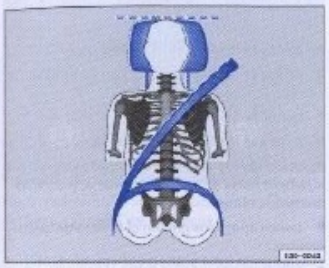
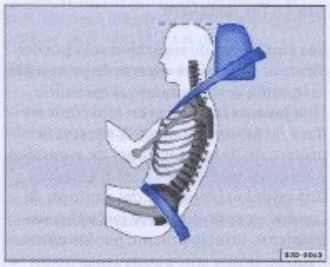

Fig. 3 Apoyo para cabeza correctamente ajustado visto de frente
Fig. 4 Apoyo para cabeza correctamente ajustado visto de lado
– Ajuste los apoyos para cabeza, para que la parte superior del respaldo esté al mismo nivel o lo más próximo posible de la parte más alta de su cabeza ⇒ fig. 3 y ⇒ fig. 4 ⇒ ⚠.